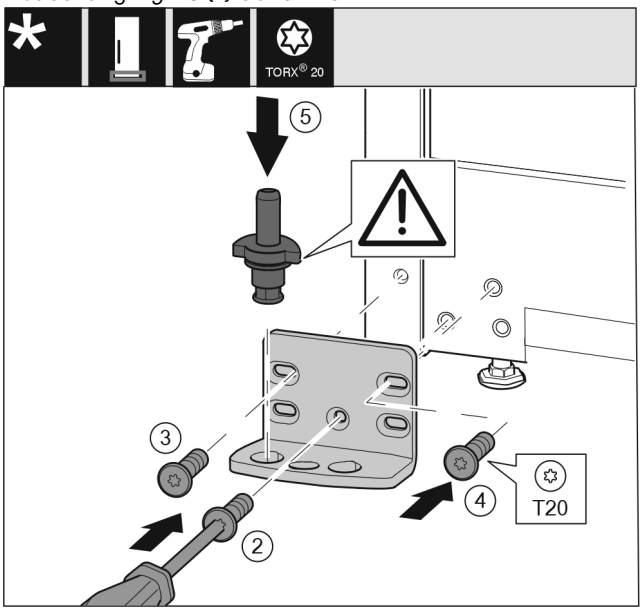

Fig. 19
- ▶ Lagerbock auf der anderen Seite ansetzen und mit Hilfe eines Schraubendrehers anschrauben. Mit der Schraube *Fig. 19 (2)* unten in der Mitte beginnen.
- ▶ Schraube *Fig. 19 (3)* und Schraube *Fig. 19 (4)* festschrauben.
▶ Lagerbolzen *Fig. 19 (5)* komplett einsetzen. Dabei darauf achten, dass der Rastnocken nach hinten zeigt.